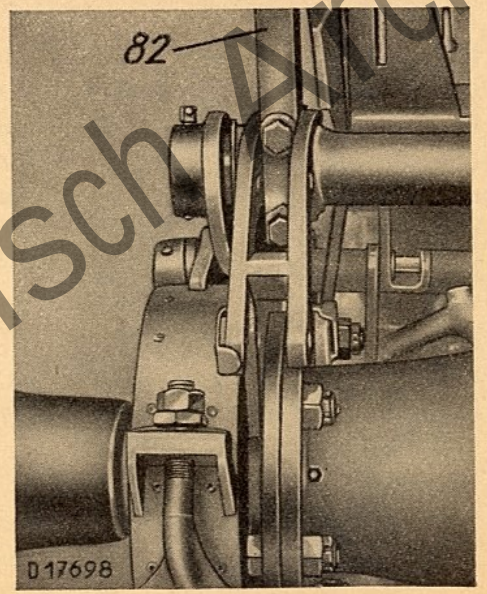

Bild 17
4. Schlepphebel 82 und 83 mit dazugehörigen Lagerdeckeln und je zwei Büchsenhälften 84 auf Hebelwelle links und rechts einsetzen und durch je zwei Kopfschrauben mit Federringen 85 befestigen (Bild 17/18).